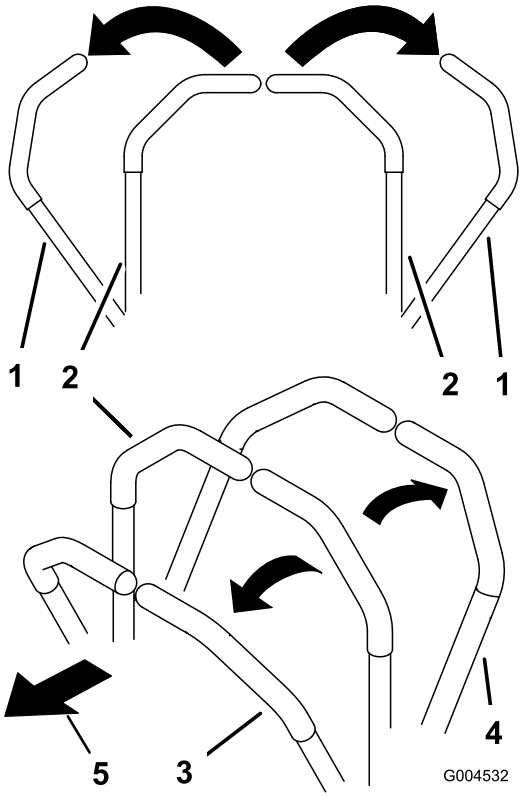

Figur 17
1. För rörelsereglagespakarna (Figur 17) till det neutrala låsläget.
- Kör rakt framåt genom att försiktigt föra rörelsereglagespakarna framåt (Figur 17).
- Backa rakt bakåt genom att försiktigt föra rörelsereglagespakarna bakåt (Figur 17).
- Sakta ned maskinen för att vända genom att dra båda reglagen bakåt och sedan föra spaken på motsatt sida som du vill svänga åt framåt (Figur 17).